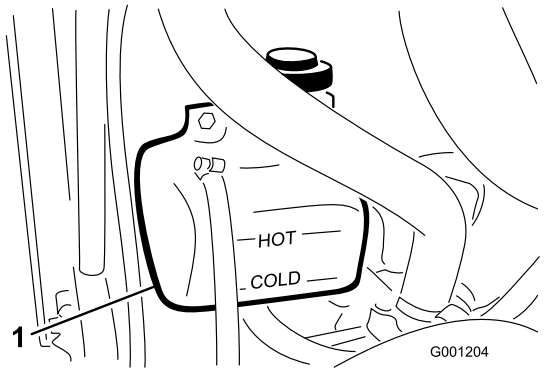

Figur 24
1. Kontroller kølevæskestanden i ekspansionsbeholderen (Figur 24). Væskestanden skal ligge mellem mærkerne på siden af beholderen.